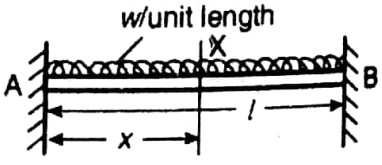

Fig. 2.34
10. *Fixed beam carrying a uniformly distributed load.* A fixed beam AB of length l carrying a uniformly distributed load of w / unit length is shown in Fig. 2.34. The deflection at any section X at a distance x from A is given by